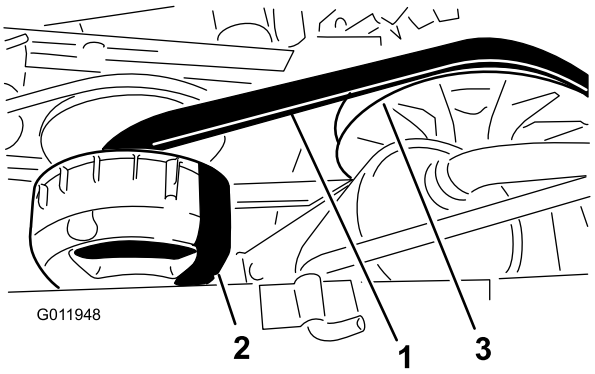

Figura 72
4. Fate girare la cinghia (Figura 72) ed ispezionatela per rilevarne eventuale segni di eccessiva usura o danni.
3. Girate la cinghia e fatela passare sulla frizione secondaria (Figura 72).
4. Rimuovete la cinghia dalla frizione primaria (Figura 72).
5. Allineate la nuova cinghia sopra la frizione primaria (Figura 72).
6. Girate la cinghia e fatela passare sulla frizione secondaria (Figura 72).